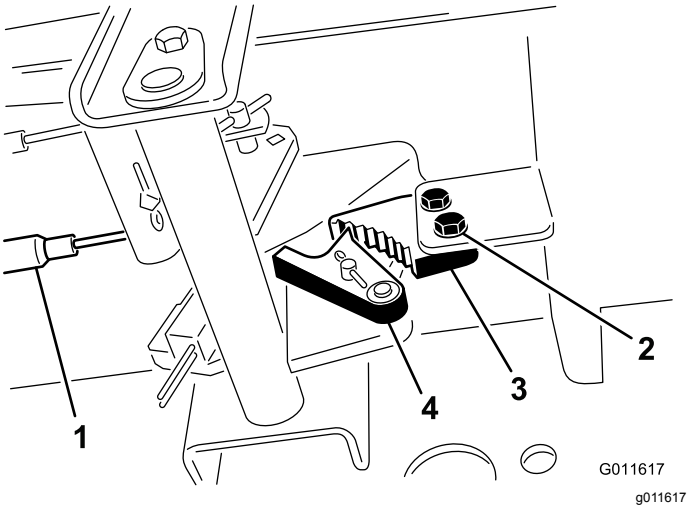

Figur 99
1. Lossa de två skruvar som håller fast parkeringsbromsens spärrhake på ramen (Figur 99).
2. Tryck parkeringsbromspedalen framåt tills bromsspärren griper in helt i parkeringsbromsens spärrhake (Figur 99).